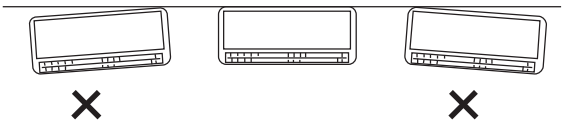

Fig. 1-64
(2) Double check with a carpenter's level or tape measure that the panel is level. This is important to install the unit properly. (Fig. 1-64)
(3) Make sure the panel is flush against the wall. Any space between the wall and unit will cause noise and vibration.